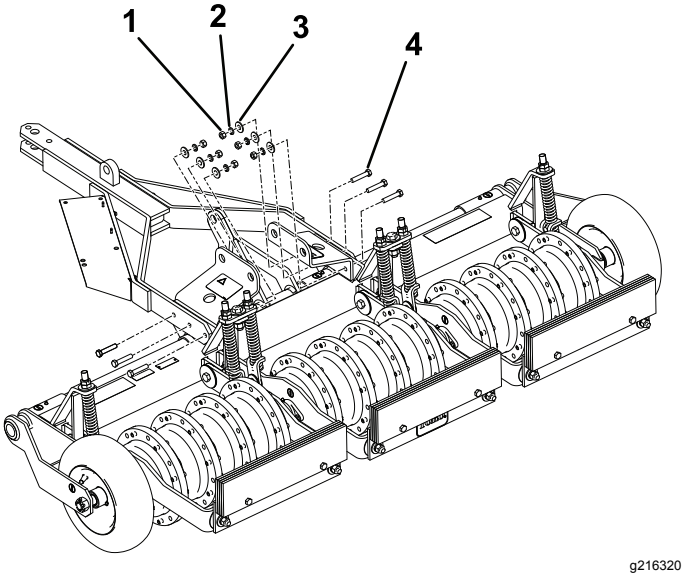

**Figur 6**
4. Fest koblingsarmenheten og brakettene med monteringsdelene, som vist i Figur 6, og trekk mutterne til 54–74 N·m.